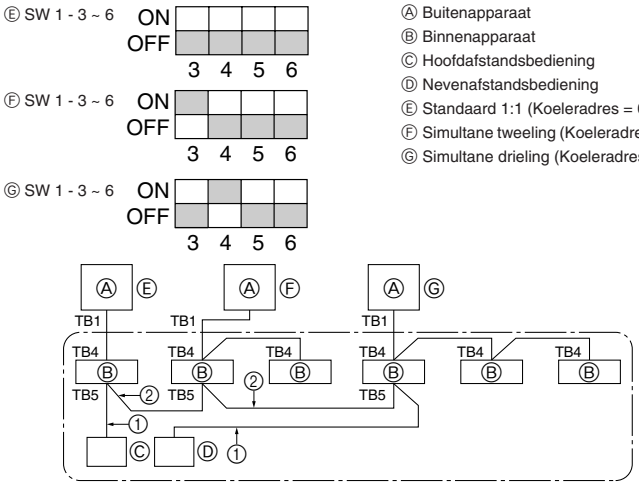

Fig. 9-1
① Elektrische voeding (stroomonderbreker).
② Zet na het sluiten van de gasafsluitkraan de SWP-schakelaar op het bedieningspaneel van het buitenapparaat op ON. De compressor (buitenapparaat) en ventilators (binnen- en buitenapparaat) slaat aan en het terugwinnen van de koelstof begint. LED1 en LED2 op het bedieningspaneel van het buitenapparaat branden.
③ Zorg ervoor dat de gasafsluitkraan snel wordt gesloten, aangezien het apparaat binnen twee tot drie minuten na het terugwinnen van de koelstof (LED1 en LED2 branden) automatisch stopt. Open als LED1 en LED2 branden en het buitenapparaat stopt de vloeistofafsluitkraan volledig, wacht drie minuten en herhaal vervolgens stap ②.
④ Schakel de elektrische voeding uit (stroomonderbreker).
9. Het systeem controleren (Fig. 9-1)
9. Sistema de control (Fig. 9-1) 41